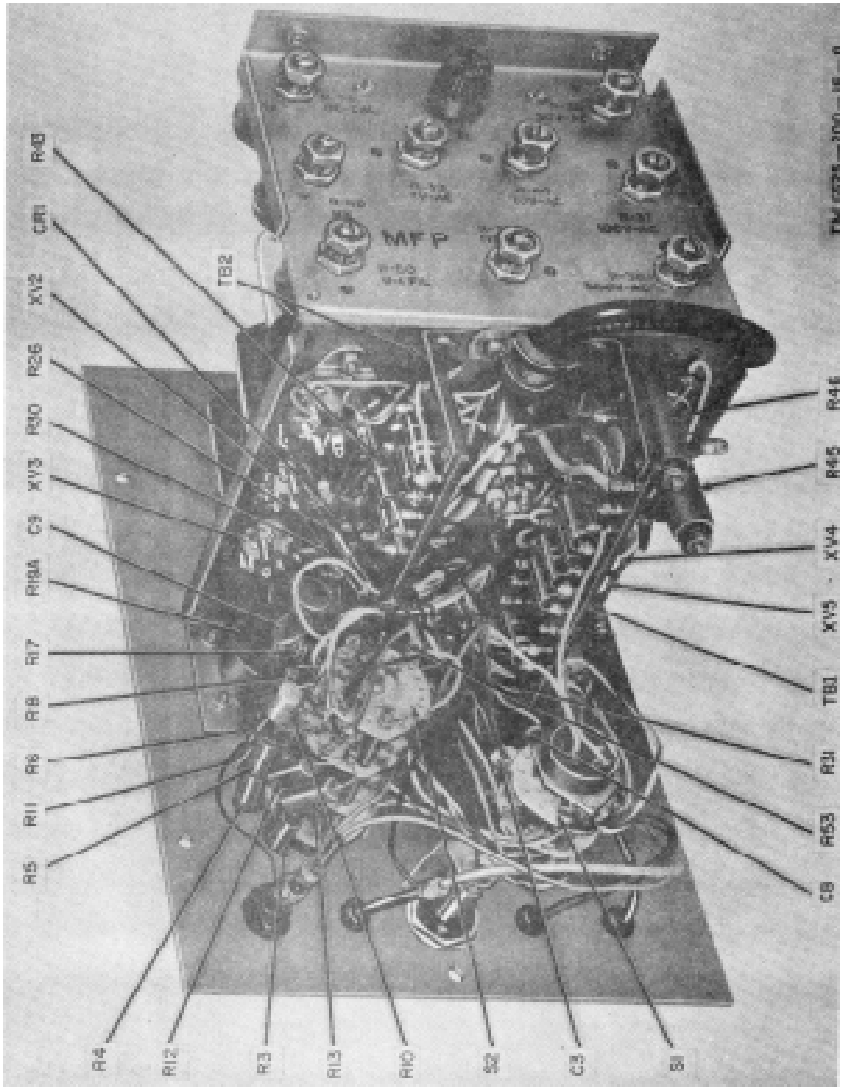

Figure 6-5. Multimeter ME-26A/U chassis, right side view.
c. Capacitor C4 shorted.	*c.* Replace capacitor C4 (fig. 6-5 or 6-9).
c. Capacitor C5 or C6 defective.	*c.* Replace defective capacitor (fig. 6-5 or 6-9).